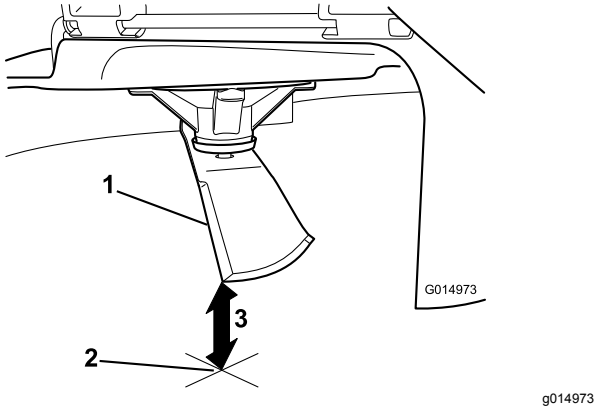

Figure 76
5. Mesurez la distance entre la pointe de la lame et la surface plane (Figure 76).